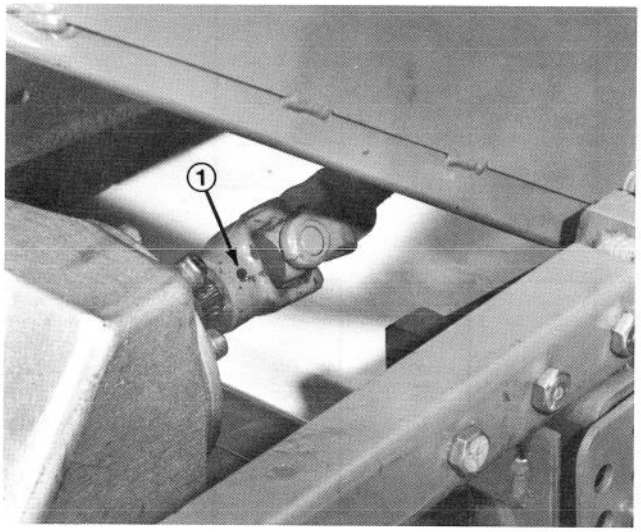

Figure 15
3. Lower cutting unit, remove pins from height-of-cut brackets (4).
4. Drive roll pin out of yoke and input shaft of gear box (Fig. 15). Slide yoke off the input shaft. If traction unit will be used without the cutting unit, remove the PTO shaft from the traction unit; refer to PTO Shaft Removal, page 11.
4. Insert pin punch into top or bottom of mounting tube and drive bushing out of tube (Fig. 15). Also drive other bushing out of tube. Clean inside of tubes to remove dirt.